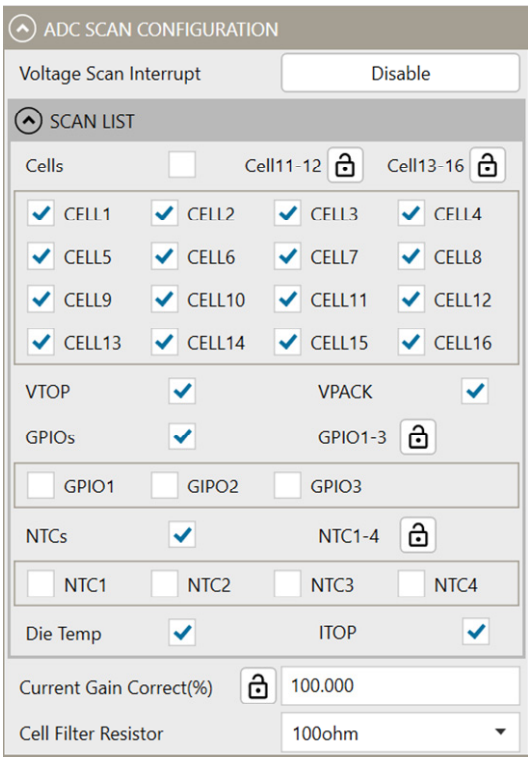

Figure 15: ADC Scan Configurations
10. Configure the ADC scan parameters (see Figure 15 on page 13).